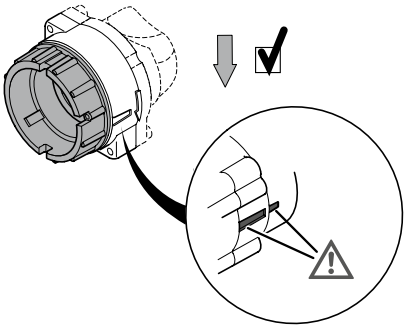

Fig. 15-1: Bypass geöffnet
- Die Position der Markierungen auf Bajonettanschluss des Adapters und Bypass prüfen: Der Bypass ist ordnungsgemäß geöffnet, wenn die kürzere Markierung auf dem Bajonettanschluss mit der längeren Markierung auf dem Bypass übereinstimmt/fluchtet (vgl. Fig. 15-1) (dies gilt sowohl für den sandgelbfarbenen Bypass als auch für den schwarzen Bypass mit roter Kappe).
- Den sandgelbfarbenen Bypass bzw. schwarzen Bypass mit roter Kappe 1/4 Umdrehung im Uhrzeigersinn drehen, um den Bypass zu öffnen (die kürzere Markierung auf dem Bajonettanschluss muss mit der längeren Markierung auf dem Bypass übereinstimmen/fluchten, vgl. Fig. 15-1).